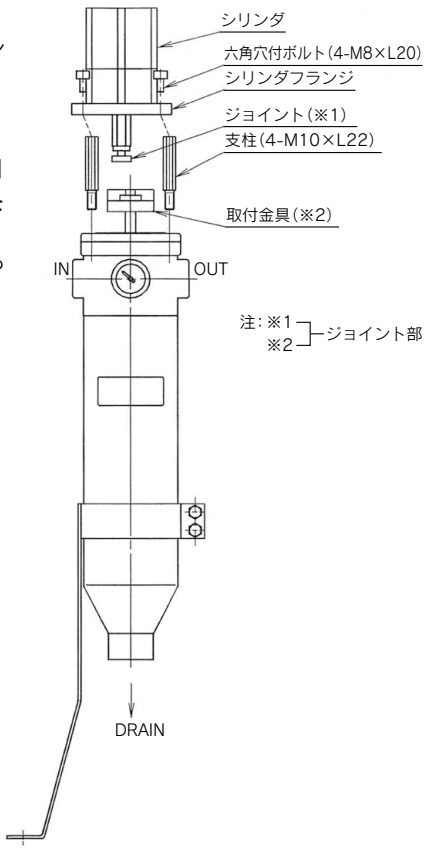

図2
②シリンダフランジ固定ボルト(M8六角穴付ボルト4 ヶ所)を外しシリンダごと外す。[**シリンダごと横にスライドさせジョイント部より外す　図2参照**]
③支柱(4本)を外す。[**図2参照**]